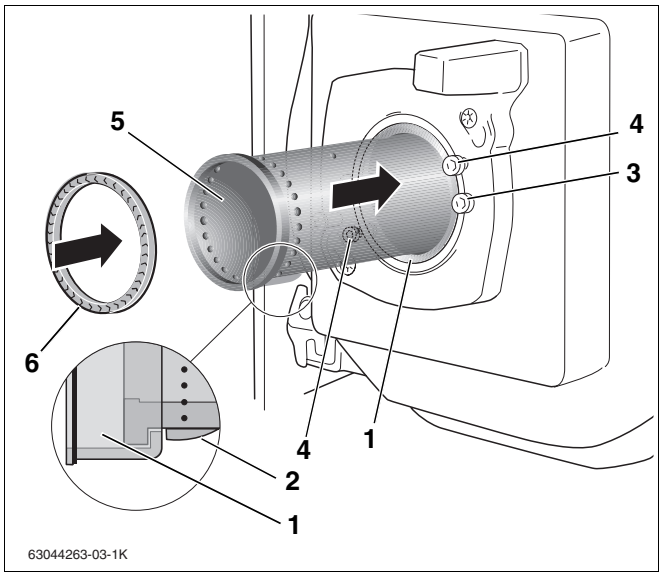
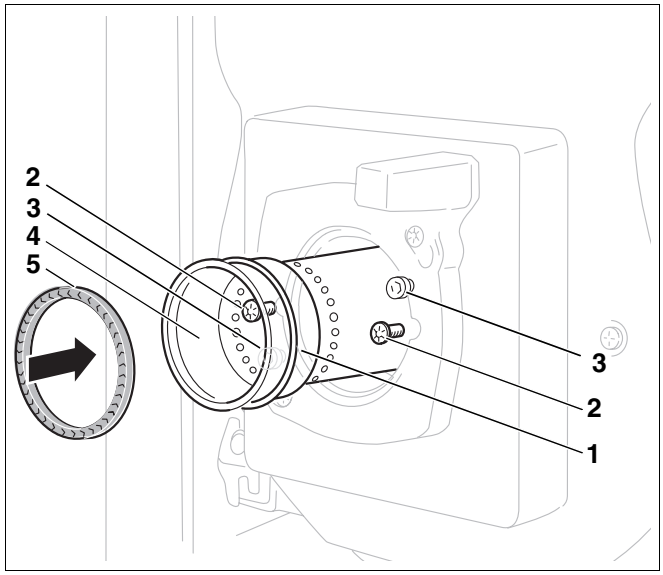

Abb. 38 Brennerrohr austauschen
Abb. 39 Brennerrohr austauschen
- Brennerrohr (Abb. 38, **Pos. 5**) in das Stützrohr einsetzen. Führen Sie dazu das Brennerrohr über die Nase (Abb. 38, **Pos. 2**) hinweg bis gegen den Anschlag des Stützrohrs. Die Nase des Brennerrohrs muss dabei nach unten zeigen und einrasten (Abb. 38, Lupe).
- Neue Dichtung (Abb. 38, **Pos. 6**) einsetzen.
- Die beiden Befestigungsschrauben (Abb. 39, **Pos. 2**) lösen.
- Altes Brennerrohr (Abb. 39, **Pos. 4**) herausnehmen.
- Neues Brennerrohr (Abb. 39, **Pos. 4**) und O-Ring (Abb. 39, **Pos. 1**) einbauen.
- Vor dem Einbau des Brenners die Dichtung (Abb. 38 oder Abb. 39) zwischen Mischsystem und Brennerrohr prüfen.
- Dichtung (Abb. 38 oder Abb. 39) in das Brennerrohr einsetzen.
- Den Brenner auf die beiden Schrauben im Brennerflansch (Abb. 38 oder Abb. 39) aufsetzen.
- Linksdrehung bis zum Anschlag und die Befestigungsschrauben (Abb. 38 oder Abb. 39) wieder anziehen.